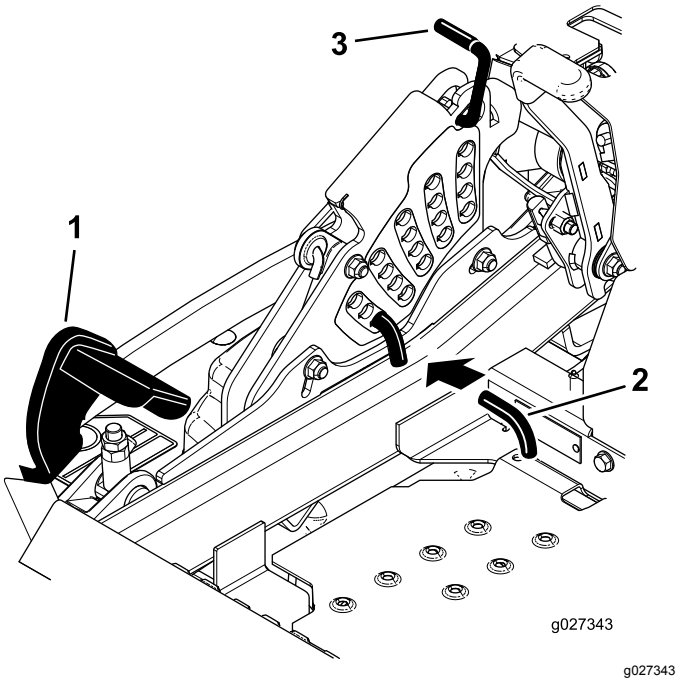

Figur 31
2. Træd på pedalen til skjoldløft med foden, og hæv plæneklipperskjoldet til transportpositionen (også klippehøjdepositionen på 140 mm) som vist i Figur 31.
3. Du kan justere højden ved at rotere splitten 90 grader og fjerne splitten fra klippehøjdebeslaget (Figur 31).
4. Vælg et hul i klippehøjdebeslaget, som svarer til den ønskede klippehøjde, og sæt splitten i (Figur 31).